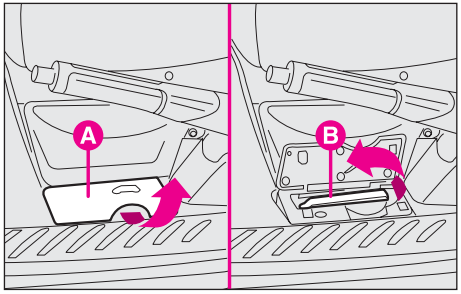

fig. 160
– lift cover **A-fig. 160** with the lever next to the driver's seat;
– pull lever **B-fig. 160** in the direction of the arrow;